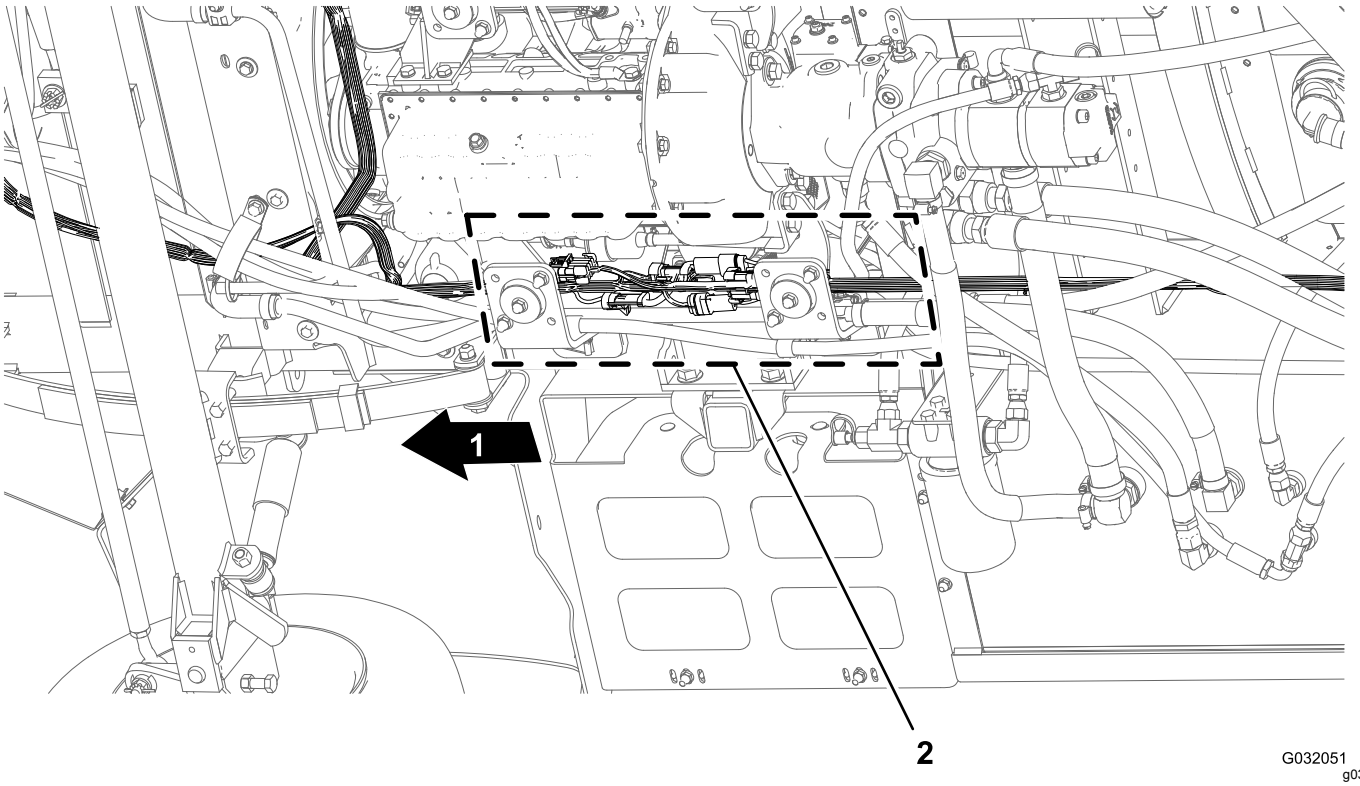

Figur 46
1. Find under maskinen langs højre stelrør de elektriske konnektorer til forreste og bageste ledningsnet på maskinen (Figur 46).